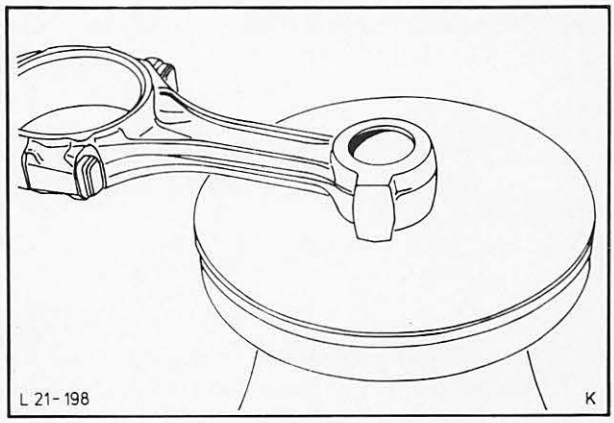

Abb. 298 Kolbenbolzen – Pleuelauge auf einer Heizplatte erwärmen
9. Pleuelauge auf einer Heizplatte wie in Abb. 298 gezeigt, auflegen. Pleuelauge auf 260° – 300° C erwärmen. Zur Temperaturüberwachung Pleuelauge mit Thermochrom-Farbstift (Faber-Castell 2815) vor dem Heizvorgang bestreichen. Bei Erreichen der auf der Umhüllung angegebenen Temperatur ändert sich der Farbton auf dem Pleuelauge in den Farbton der Stiftumhüllung.